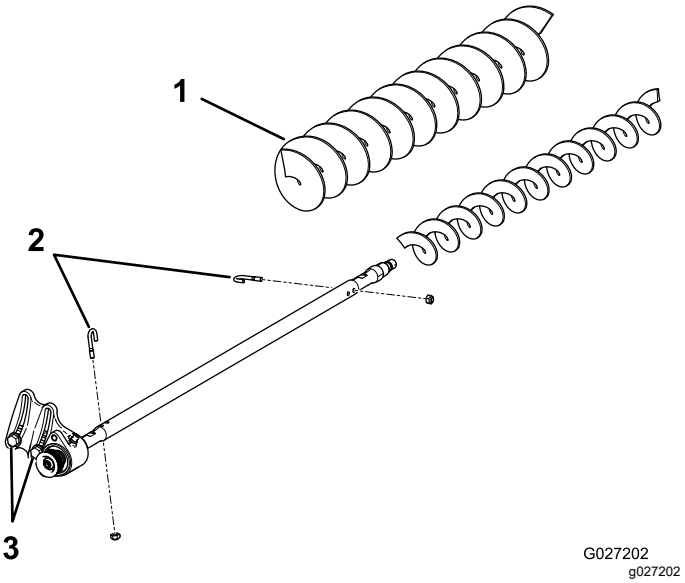

Figur 23
3. Fjern de 2 J-bolte og møtrikker (Figur 23).
4. Skub den eksisterende børste af børsteakslen (Figur 23).
5. Løsn de 2 bolte, spændeskiver og møtrikker, der fastgør drivlejehuset til lejehusets monteringsbeslag (Figur 23).
6. Skub børsten til høj klippehøjde op på børsteakslen (Figur 23).
7. Spænd børsten på akslen med de 2 J-bolte og møtrikker, du fjernede tidligere (Figur 23).